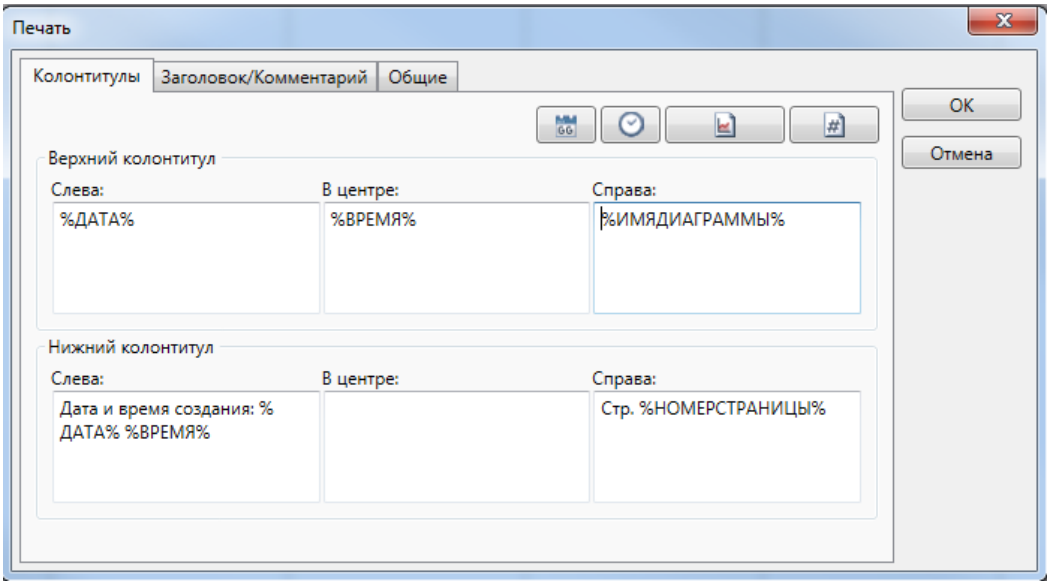

Рисунок 76 – Раздел «Колонтитулы» диалога «Печать» трендов EKRASCADA APM
– Колонтитулы (рисунок 76, таблица 17);